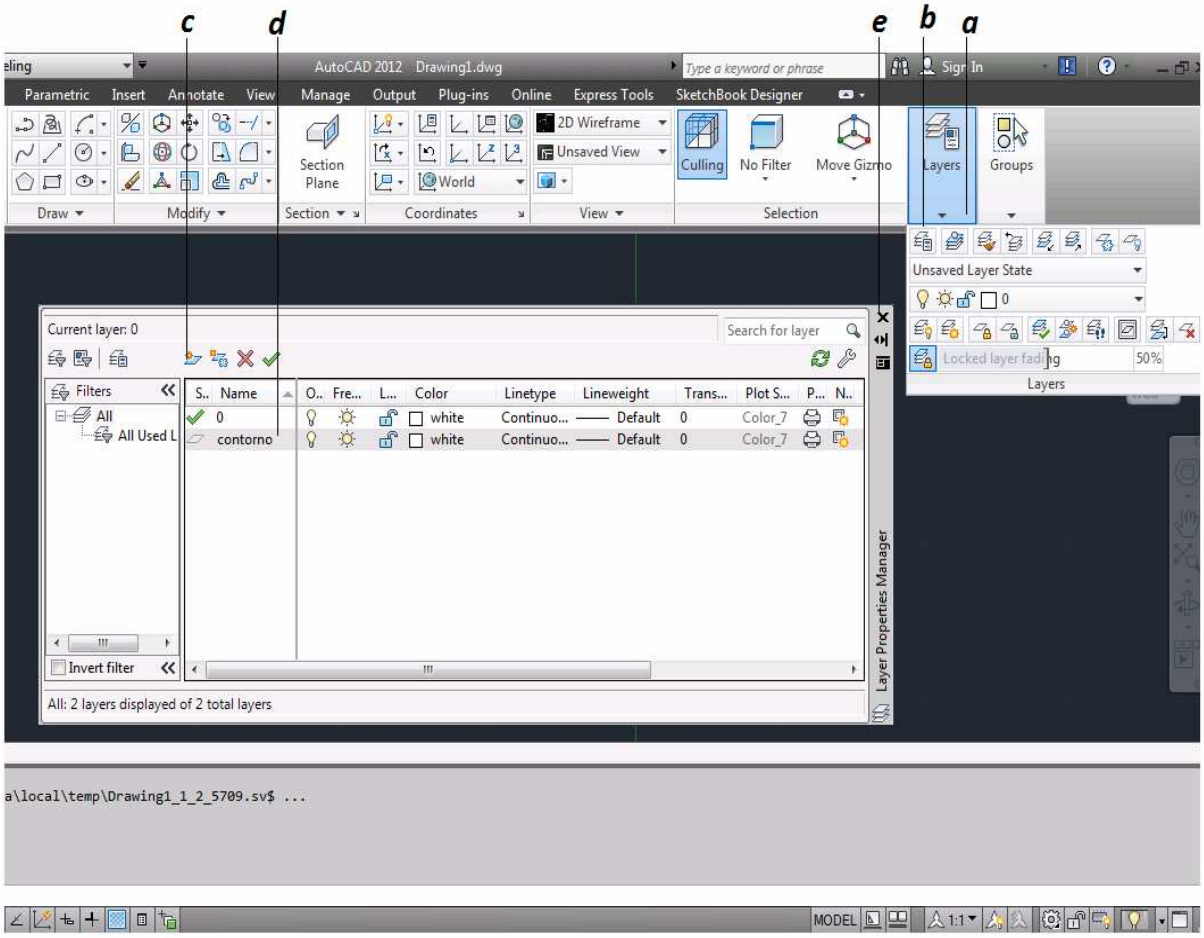

Figura 3.45 Capas "Nueva Capa"
a. Se selecciona el icono Capas (figura 3.45).
b. Se selecciona el icono Propiedades de Capas para crear una capa (figura 3.45).
c. Se selecciona el icono Nueva [New], el cual se encuentra en la venta que emerge para crear una capa *(figura 3.45)*.
d. Se escribe contorno y se da enter para aceptar dicho nombre *(figura 3.45)*.
e. Se da clic en cerrar, para cerrar el cuadro de dialogo *(figura 3.45)*.